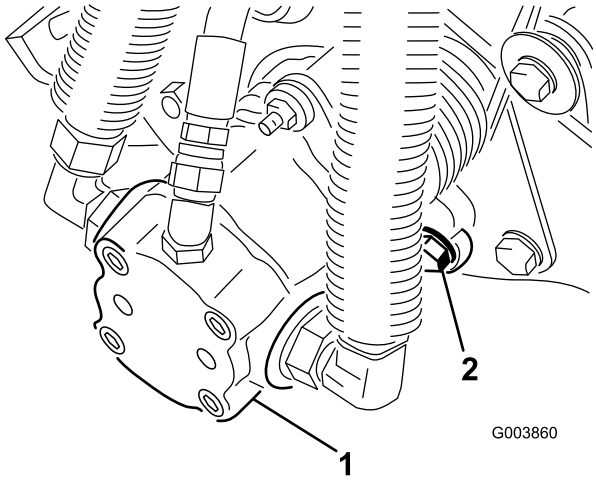

Figur 10
7. Saml monteringsmøtrikker til knivcylinder-drimotoren til hver klippeenhed (Figur 10). Efterlad ca. 1,25 cm af gevind synligt på hver monteringstap.